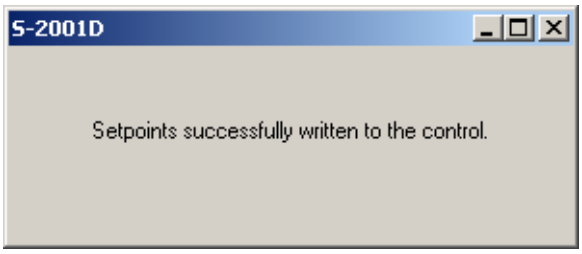
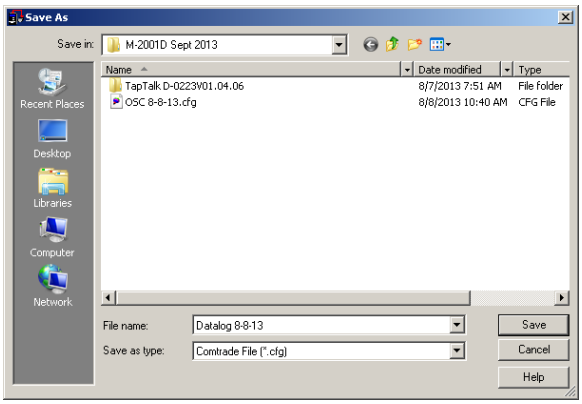

Figure 2-24 Setpoints Successfully Written To Control Confirmation Screen
Figure 2-25 Data Log Download (Save As) Dialog Screen
5. Select "Download". TapTalk® will display a "Setpoints Successfully written to the control" confirmation screen (Figure 2-24) and then display a "Save As" dialog screen (Figure 2-25).